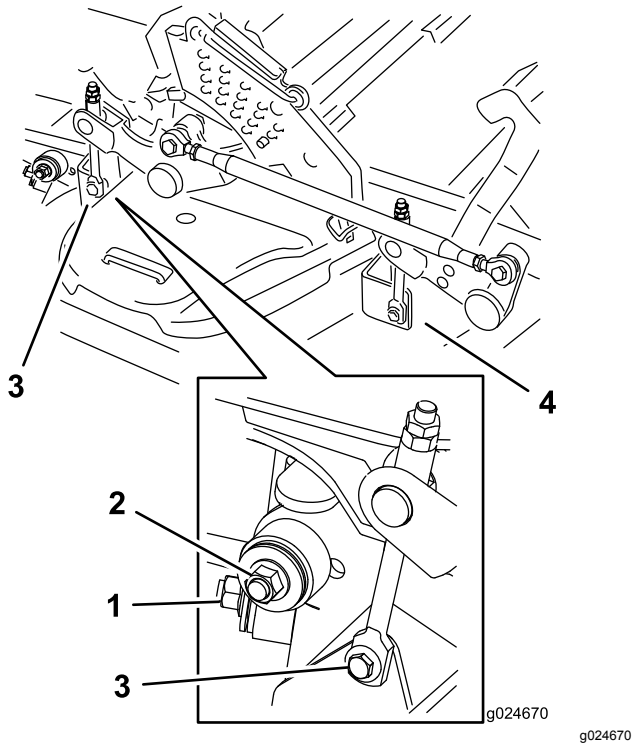

Figuur 120
7. Verwijder de bevestigingsmaterialen aan beide zijden van het maaidek zoals wordt getoond in Figuur 120 en bewaar deze materialen.